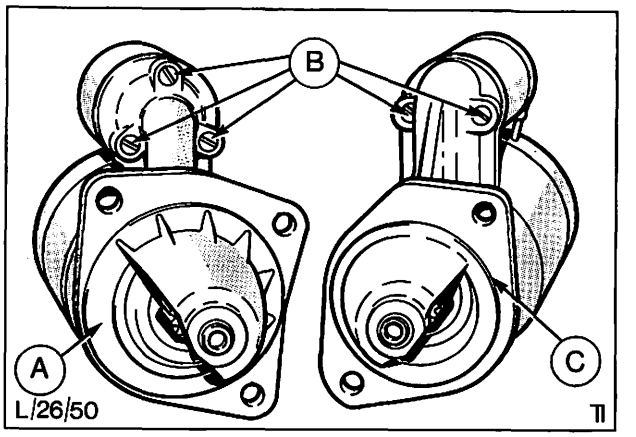
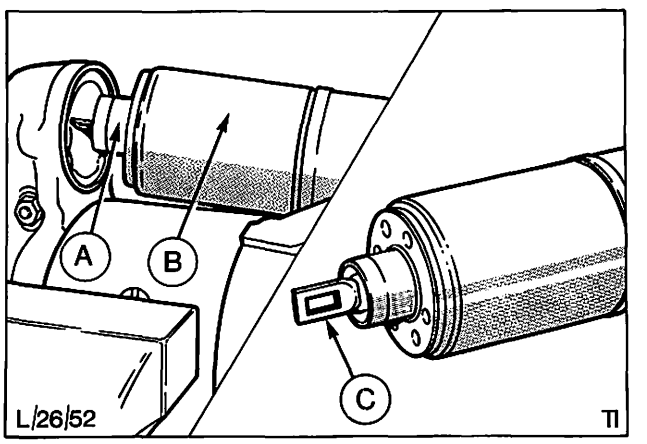

Abb. 54 A = Anlasser beim OHC-Motor
Abb. 56 A = Magnetschalteranker
2. Befestigungsschrauben (3) des Magnetschalters herausdrehen, Abb. 54. Dann Schaltergehäuse vom Antriebslagerschild und Schalteranker zurückziehen und Schalteranker von der Einrückgabel aushängen, Abb. 55.
Befestigungsschrauben (2) des Magnetschalters herausdrehen, Abb. 54, Magnetschalter von der Einrückgabel aushängen und entfernen, Abb. 56.